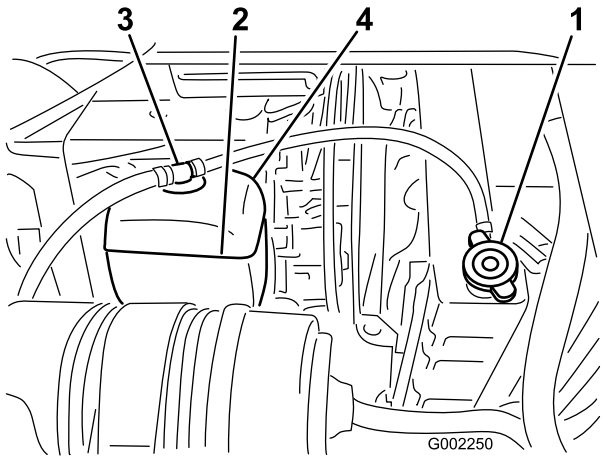

Figur 52
2. Når motoren er afkølet, fjernes kølerdækslet (Figur 52).